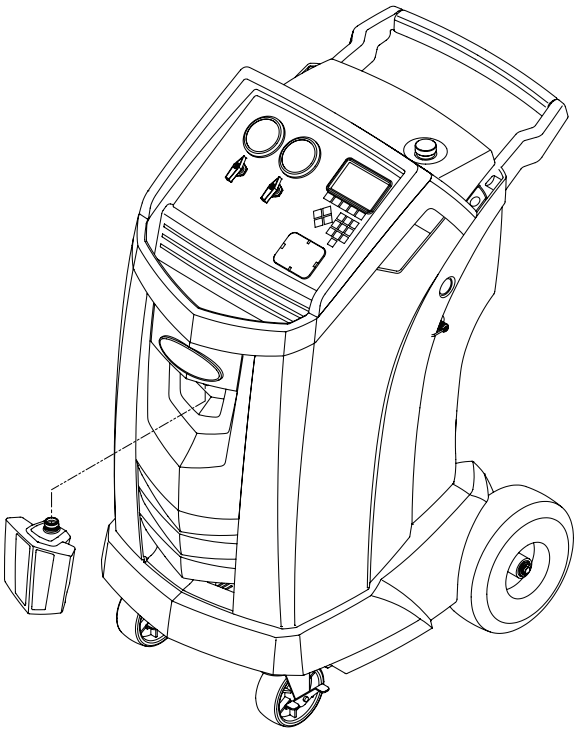

Figura 1
1. Localice el acoplador de drenaje de aceite en el frente de la máquina (vea la figura 1).